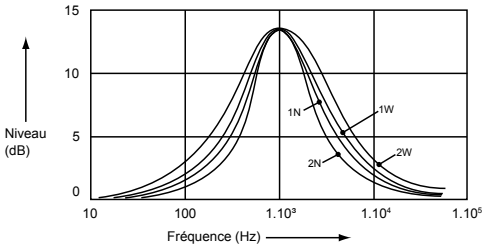

Figure 2
- **MIDDLE-Q (facteur de qualité moyenne) :** L'utilisateur a cinq secondes pour utiliser le bouton de volume supérieur ou inférieur pour régler le facteur de qualité moyenne entre 2N, 1N, 1W ou 2W. Reportez-vous à la Figure 2.